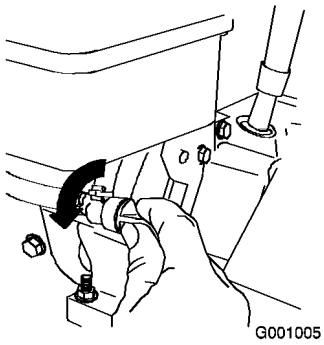

Bild 26
3. Drehen Sie den Kraftstoffhahn nach links, um ihn zu öffnen (Bild 26).